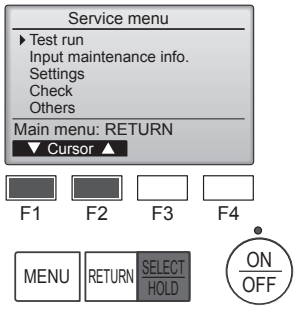

Fig. 7-1
① Select “Test run” from the Service menu, and press the [SELECT/HOLD] button. (Fig. 7-1)